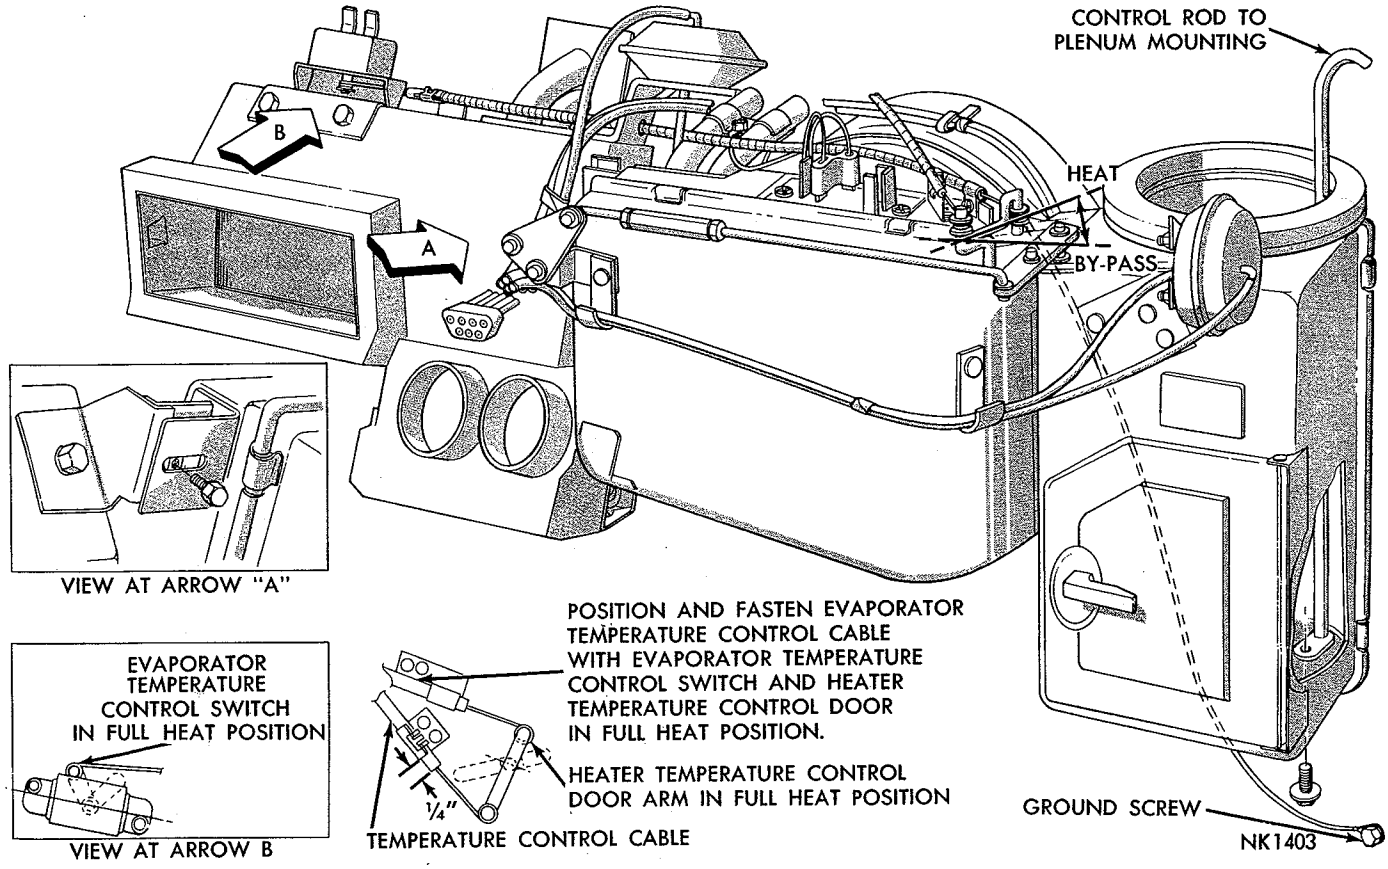

*Fig. 81—Heater and Evaporator Assembly—Front View*
### *Removal (Figs. 81 and 82)*
(1) Disconnect battery and remove air cleaner.
(2) Drain cooling system and remove heater hoses from the core.
(3) Remove air outlet assembly, glove box assembly and right defroster tubing.
(4) Disconnect electrical wires from resistor block, vacuum hoses from the fresh air-recirculating actuator, the temperature control cable, evaporator temperature control switch control cable and heater core ground wire.
(5) Remove the screw securing the heater assembly to the evaporator assembly (View A, Fig. 81).
(a) Install temperature control cable on outer operating arm in full heat position with end of cable housing ¼ inch beyond edge of retainer clip (Fig. 81).